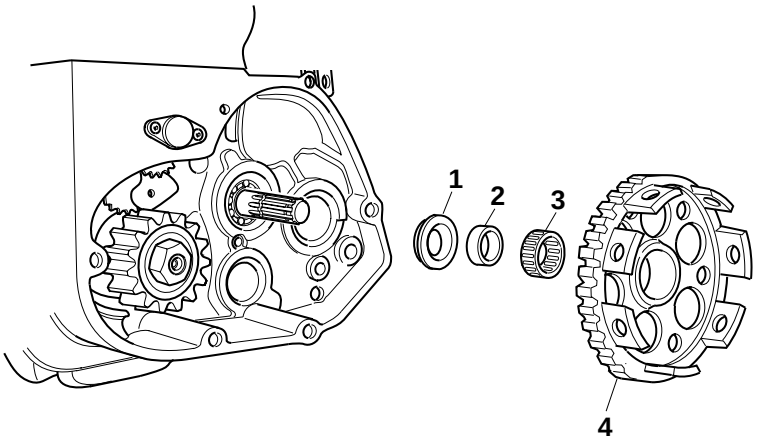

Fig. 53
3. Infilare la campana "4" nel verso indicato in fig. 53 (dentatura all'interno).
3. To install the clutch housing " 4" in to direction indicated in fig. 53(the gear teeth on the inside).
3. Gehäuse "4" in die Richtung (Abb.53) einsetzen (Verzahnung im Innern).
3. Monter la cage d'embrayage "4": voir fig.53 (denture dans l'intérieur).